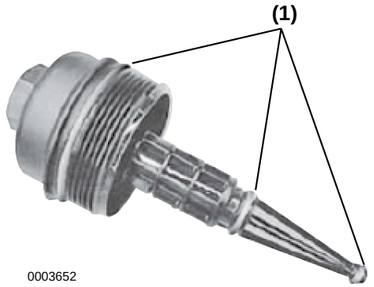

***Figure 2***
7. Replace the three O-rings **(Figure 2, (1))** on the stem.